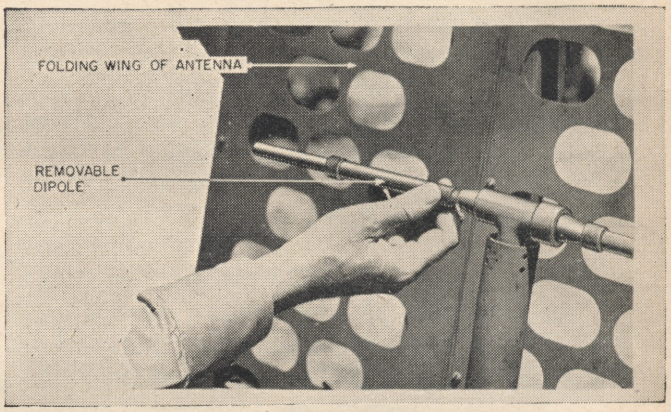

Figure 112. Assembly and disassembly of search dipoles.
(2) Remove the outer dipole ends from each side of the search antenna and place them in the dipole box (fig. 112).